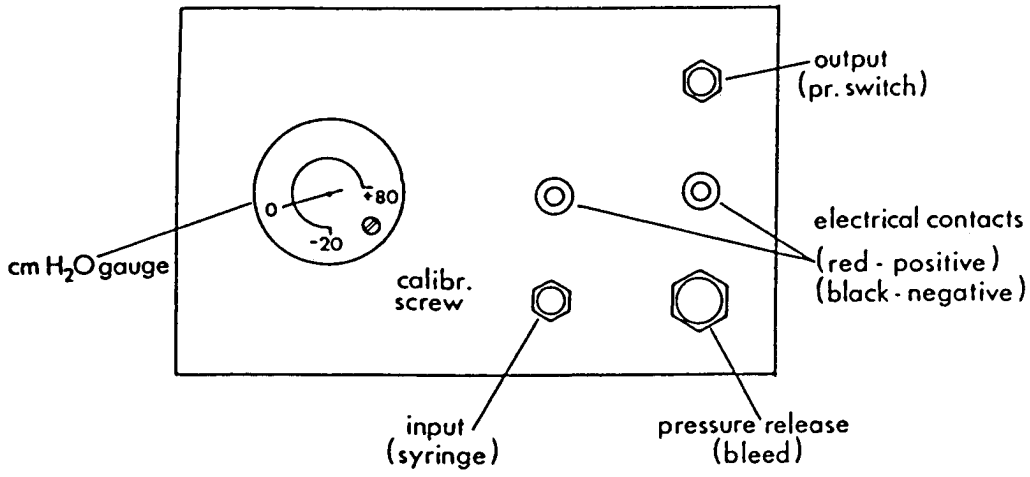

Figure 1
The pressure switch tester (Fig. 1) must be operated in conjunction with PMS procedures 14.0 to 17.0 and service procedure 5.6.0.0.
5.4. The pressure in the system (positive or negative) can be eliminated by pressing the pressure release button (Fig. 1)